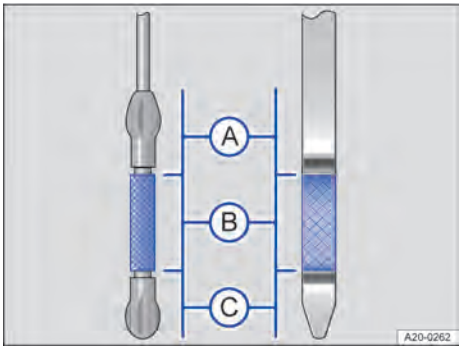
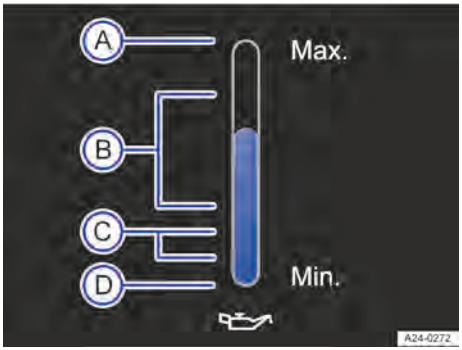

Bilde 200 Peilepinner med oljenivåmerke (eksempel).
Bilde 201 I infotainmentsystemet: Visning av oljenivå (eksempel).
3. Trekk peilepinnen ut igjen, og les av oljenivået på peilepinnen på følgende måte → Bilde 200:
4. Kontroller oljenivået på nytt med oljepeilepinnen eller den digitale oljenivåvisningen før du eventuelt fyller på litt mer motorolje. Etter påfylling skal oljenivået være midt i område → Bilde 200 eller → Bilde 201 Ⓑ.
5. Hvis du fyller på for mye motorolje, slik at oljenivået er over område → Bilde 200 eller → Bilde 201 Ⓐ, må du ikke sette bilen i kjøreberedskap → ⓘ. Kontakt fagkyndig hjelp.